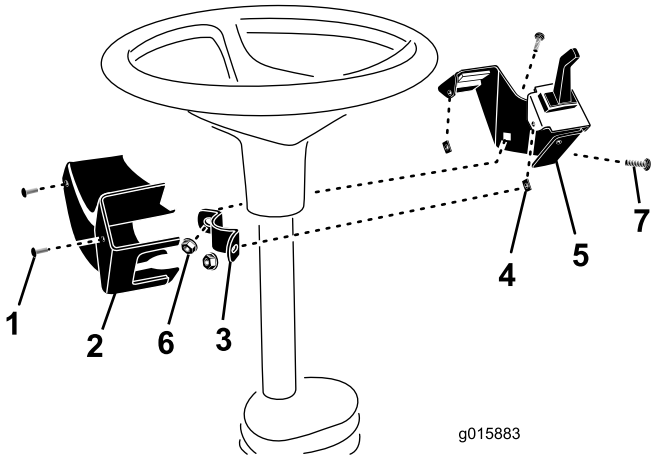

**Figure 5**
1. Mount the column bracket assembly to the steering column with the column bracket mount, (2) 3/8 inch x 1 inch carriage screws and 3/8 inch flange nuts. Position the column bracket as high as possible on the steering column as shown in Figure 5. Make sure the column bracket does not interfere with the steering wheel.
2. After the wire harness is connected to the switches, mount the column cover to the column bracket speed nuts with two screws (Figure 5).